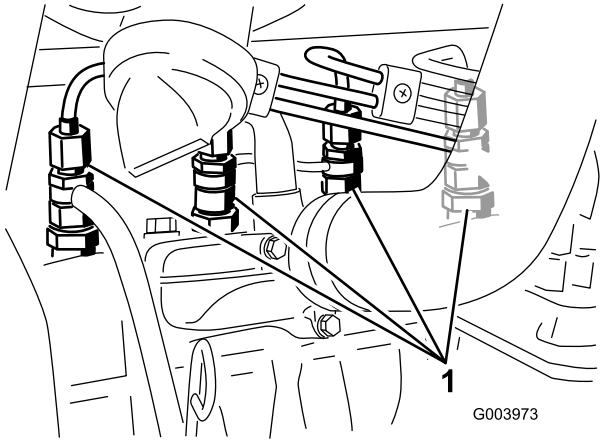

Figuur 49
1. Draai de leidingconnector naar spuitstuk nr. 1 en de houder los (Figuur 49).